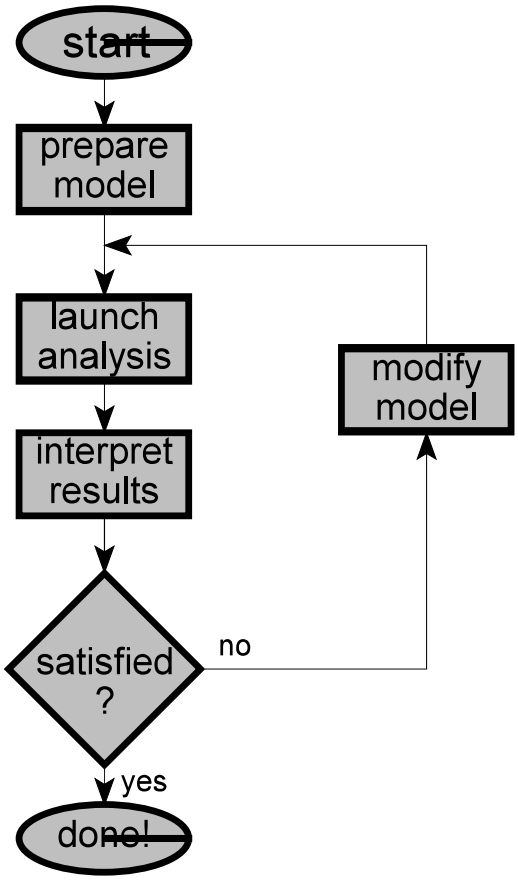

Figure 3 The iterative process of designing a system with WinSound.
The process of designing the sound system with WinSound is an iterative one, as indicated in Figure 3. The first step is creating the model—a mathematical representation of your system and listeners. This process consists of (1) telling WinSound what *type* of speakers you have, (2) telling WinSound where they are located, and (3) telling WinSound where the Sound Man and listeners are.